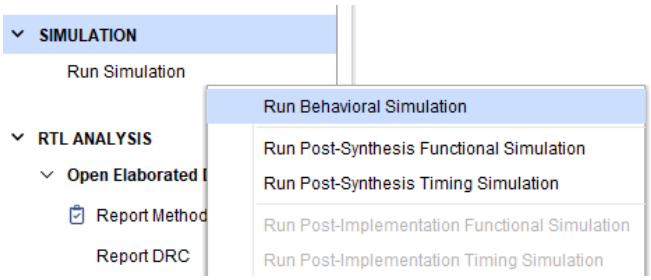

Figure 10: Starting the simulation.
6. Look for the SIMULATION heading in the navigation pane of the main Vivado window, then click on *Run Simulation* → *Run Behavioural Simulation* (Figure 10).